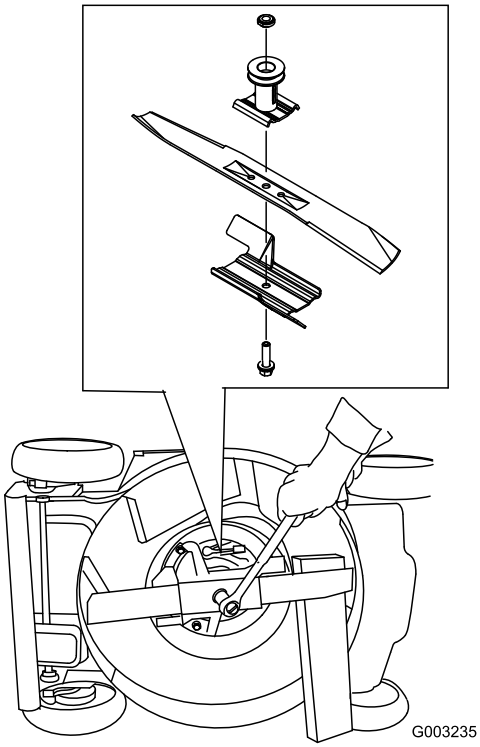

**Figur 41**
3. Håll kniven stilla med hjälp av en träkloss (Figur 41).